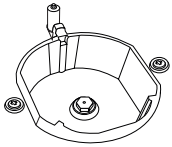
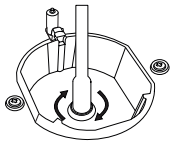

Figura 4
Figura 5
2. Deve retirar o bico (figura 4) do queimador com chave de bicos especial e instalar o novo bico. (figura 5)